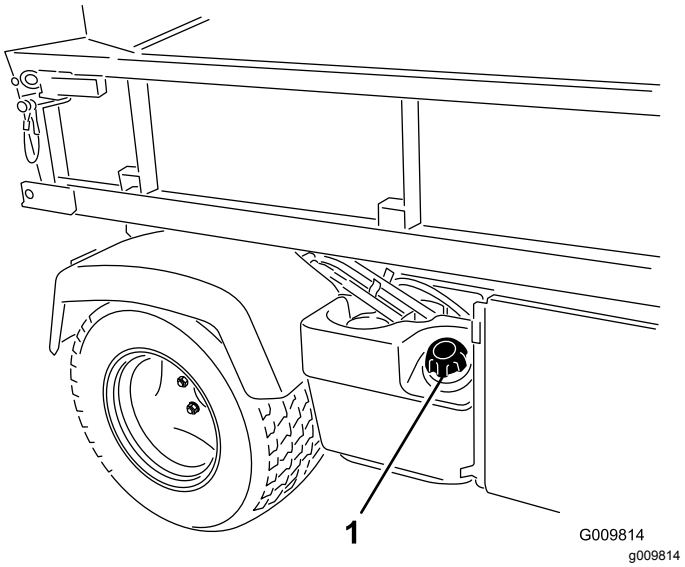

**Figur 20**
2. Fjern drivstofftanklokket (Figur 20).